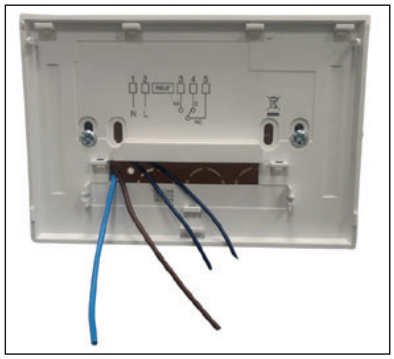

Fig. 3
3. Far passare i cavi di alimentazione e del sistema di riscaldamento/raffrescamento attraverso l'apertura centrale presente sulla base del cronotermostato e fissare la stessa su parete o cassetta a muro (Fig.3).